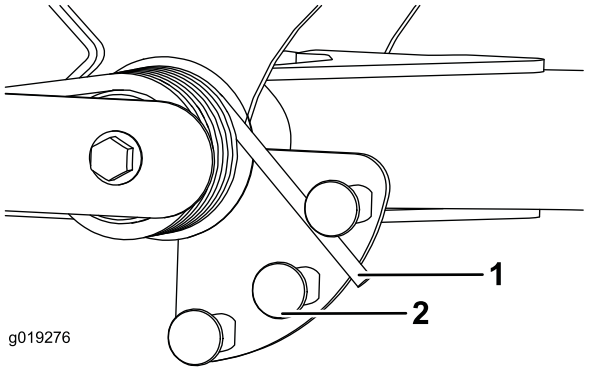

Figur 38
2. Sätt ett rör eller liknande på den långa fjäderänden och vrid det runt fjäderdonet till önskat läge (Figur 38).